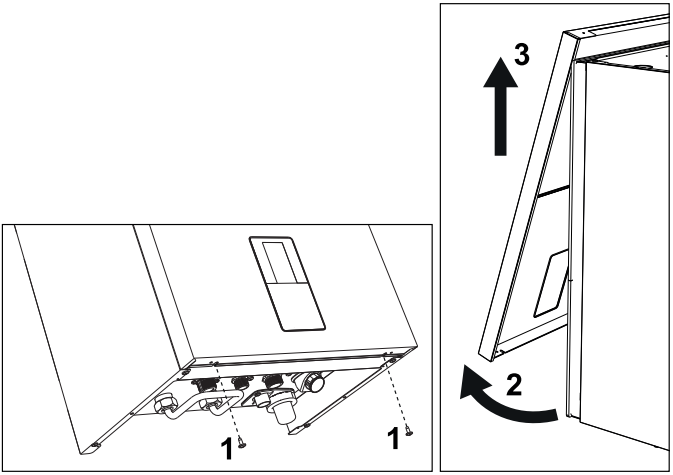

fig. 42- Apertura del panel frontal
1. Desenrosque los tornillos “1” (véase fig. 42).